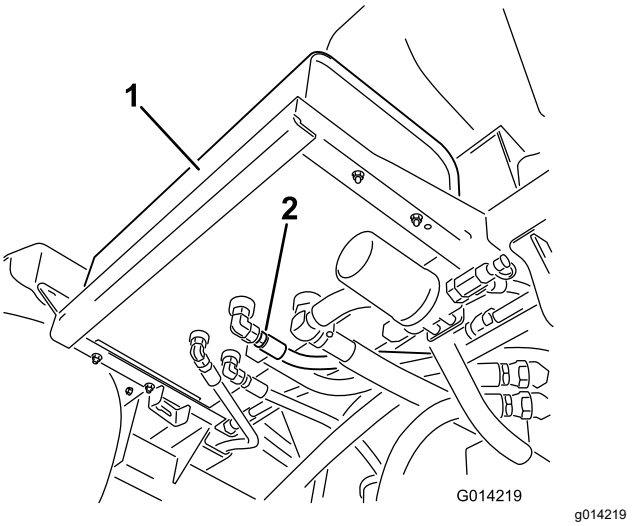

Bild 111
2. Reinigen Sie den Bereich um ein Hydraulikschlauch-Anschlussstück unten am Hydraulikölbehälter (Bild 111).
4. Nehmen Sie das Schlauch-Anschlussstück vom Behälter ab und lassen das Öl in die Wanne laufen (Bild 111).